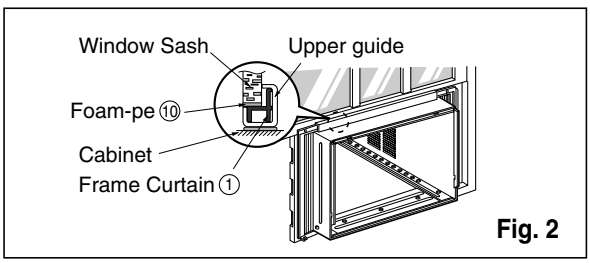

Fig. 2
1. Remove the rubber plug and slide the chassis out from the cabinet.(See Fig. 2)
2. Pull the bottom window sash down behind the upper guide until it meets.(See Fig.2)